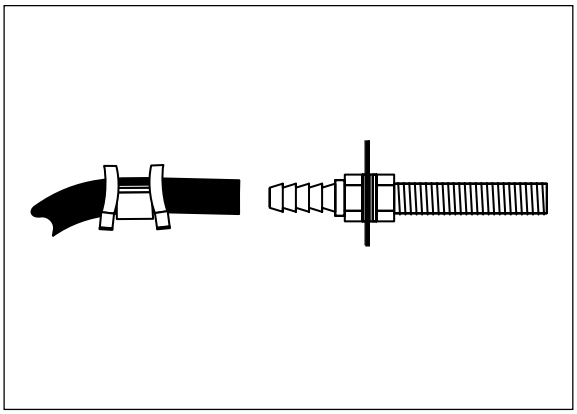

Figure 7
m. Slide air line clamp over the air line. Push air line onto fitting covering all barbs, with pliers slide the air line clamp forward until it fully covers the barbed section (Figure 7).